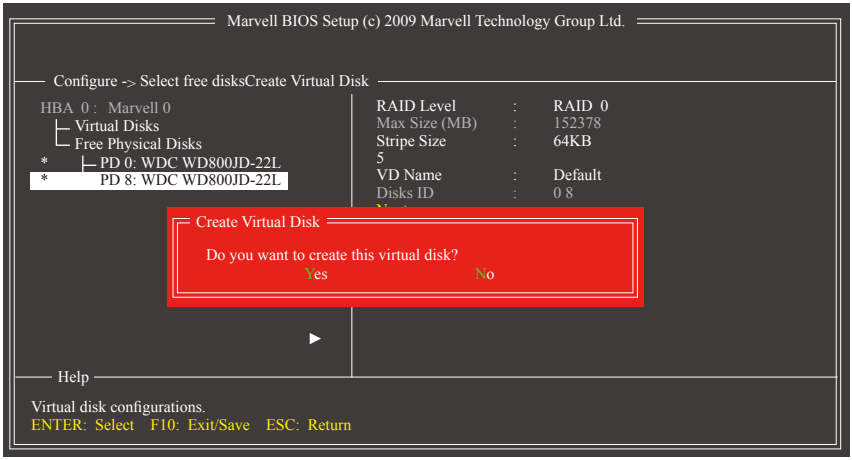

图5
6. Next：完成以上设置请至「Next」项目，按<Enter>键，确认建立磁盘阵列。当确认信息出现时，确定制作磁盘阵列请按<Y>，取消请按<N> (图5)。